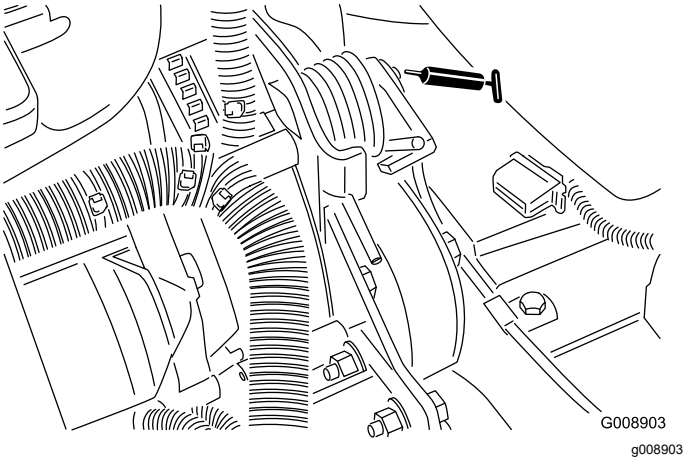

**Figuur 54**
- Draaipunt riemspanning (Figuur 54)